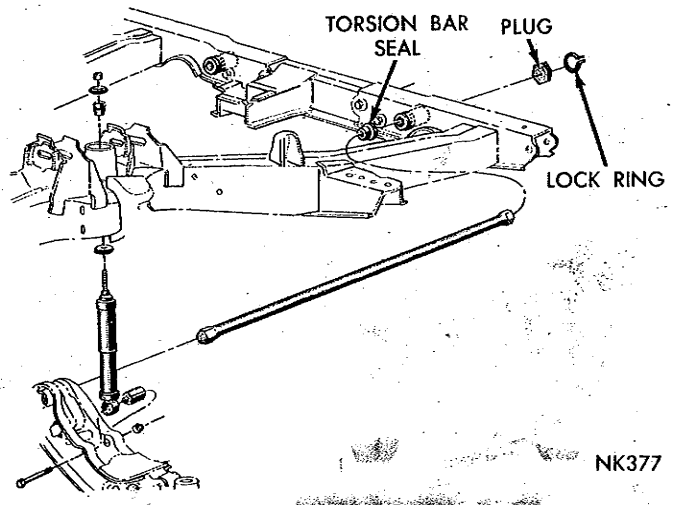
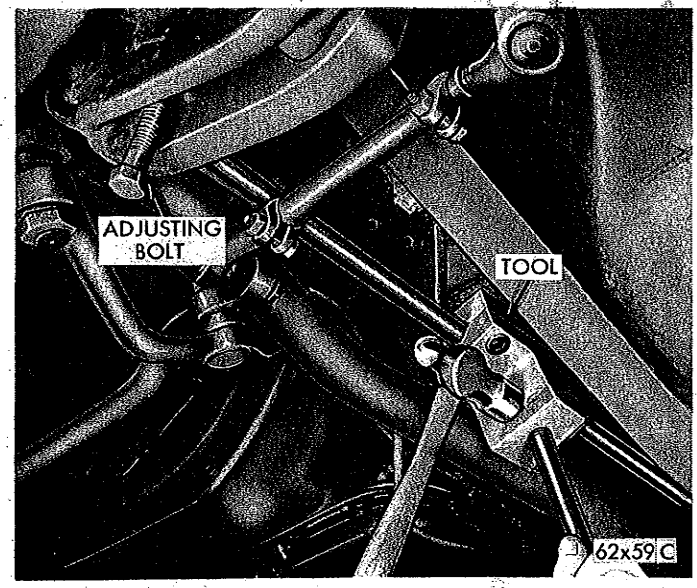

*Fig. 4—Torsion Bar (Fury)*
*Fig. 5—Removing Torsion Bar*
(1) Remove upper control arm rebound bumper.
(2) If vehicle is to be raised on a hoist, make sure it is lifted on body only so that front suspension is in full rebound (under no load). If vehicle is to be raised on jacks, placed under center of crossmember **it will be necessary that, a support first be placed between the crossmember and the [illegible]ck.**
(3) Release all load from torsion bar (Fig. 4) by turning anchor adjusting bolt (Fig. 5) counterclockwise.
(4) Remove lock ring and plug from torsion bar rear anchor (Fig. 4).
(5) Using Tool C-3728, remove torsion bar (Fig. 5) from its anchors. It is advisable to place Tool C-3728 toward rear of torsion bar to allow sufficient room for striking the striking pad of tool. **Do not apply heat to torsion bar, front anchor or rear anchor.**
(6) Remove tool and slide rear anchor balloon seal from anchor to facilitate removal of torsion bar.